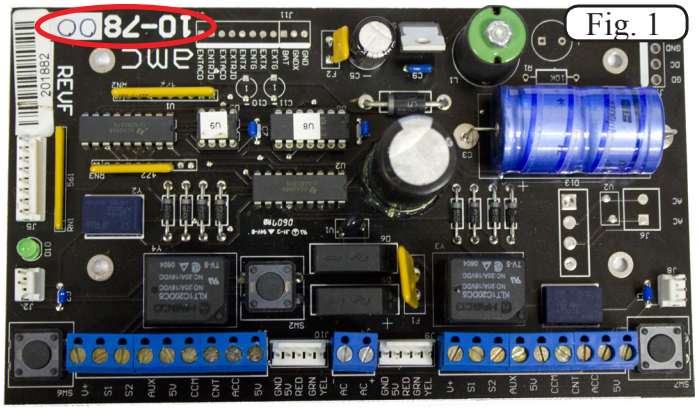
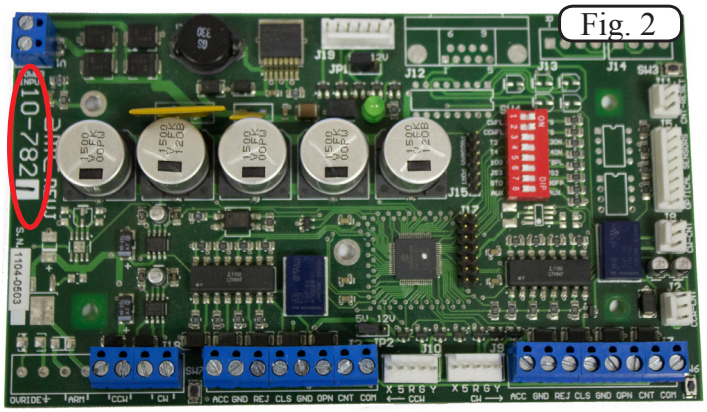
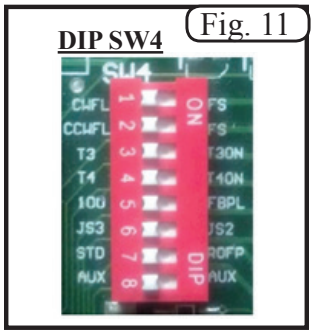

Fig. 1
Fig. 2
Fig. 11
10) Use a 9/64" flat head screwdriver to connect all the wires to their designated terminals. If you are replacing a 10-7800 [Fig. 1, page 1] with the newer 10-7821 [Fig. 2, page 1], see Appendix A on pages 7 & 8 for the new connection points.
12) Set the SW4 DIP switches to their previously documented positions. If you are replacing a 10-7800 [Fig. 1, page 1] with the newer 10-7821 [Fig. 2, page 1], see Appendix B on page 9 for settings.
9) Document the switch configuration on DIP SW4 and configure the new turnstile control board to match it (if applicable) [Fig. 11]. If you are replacing a 10-7800 [Fig. 1, page 1] with the newer 10-7821 [Fig. 2, page 1], see Appendix B on page 9 for settings.
14) Use a 9/64” flat head screwdriver to connect all the wires to their designated terminals. If you are replacing a 10-7800 [page 1, Fig. 1] with the newer 10-7821 [page 1, Fig. 2], see Appendix A on pages 7 & 8 for the new connection points.